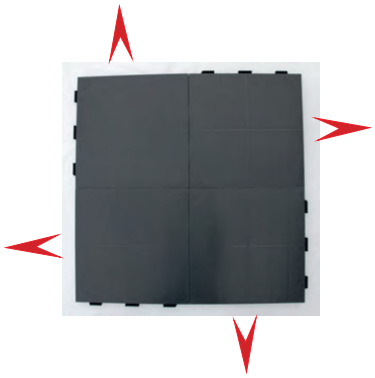

Abbildung 3
2. Bei 2-seitiger Verlegung beginnen Sie mit einer Platte in einer Ecke der zu verlegenden Fläche, bei 4-seitiger Verlegung beginnen Sie mit einem Quadrat aus 4 Platten in der Mitte der zu verlegenden Fläche. (Siehe Abbildung 3)